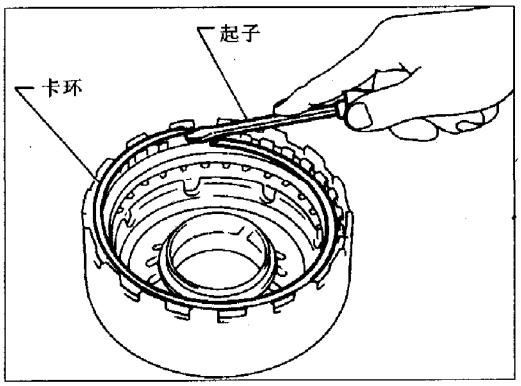

图 5－4－66
(4)专用工具装在弹簧保持架上，压缩回位弹簧时，从倒档离合器毂上拆卸卡环，见图 5－4－67。